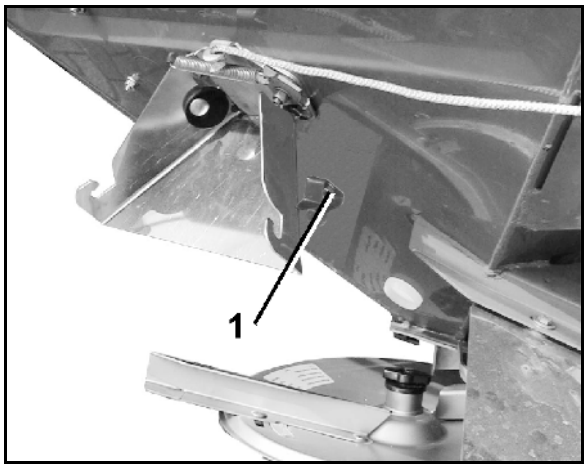
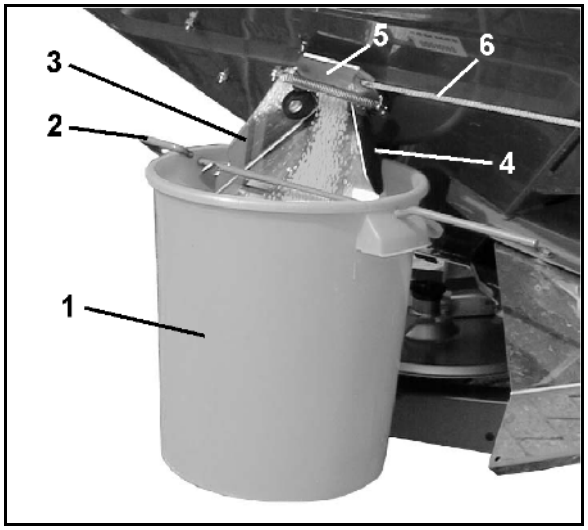

**Rys. 67**
**Rys. 69**
1. Pojemnik (Rys. 69/1) zawiesić za pomocą kabłąka (Rys. 69/2) na ześlizgu wylotowym (Rys. 69/3). Zatrzasnąć pojemnik w zaciski (Rys. 69/4 u. Rys. 67/1).
2. Zasuwę boczną (Rys. 69/5) ześlizgu wylotowego całkowicie otworzyć linką (Rys. 69/6) na ok. 5 sek. (aby zagwarantować równomierny przepływ nawozu). Zebrany przy tym nawóz wsypać ponownie do zbiornika rozsiewacza.